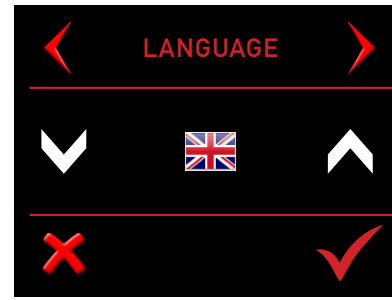

Bildschirm 2 - Symbol Schraubenschlüssel Bildschirm Sprachwahl
- Betätigen Sie auf Bildschirm 2 das Symbol